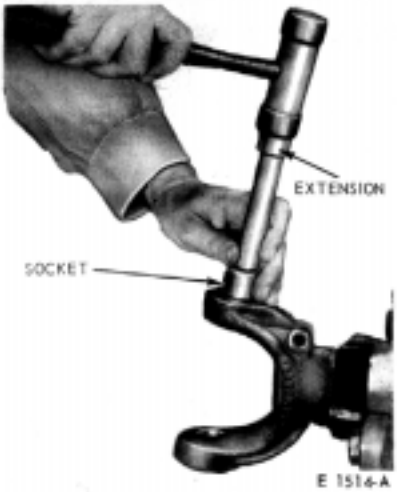

FIG. 5—Seating Bearing and/or Seal
10. Remove the king pin bearing cup, bearing, and seal by driving on the bearing cup from inside the yoke, using a longer small-diameter drift and a suitable wrench socket (Fig. 5).